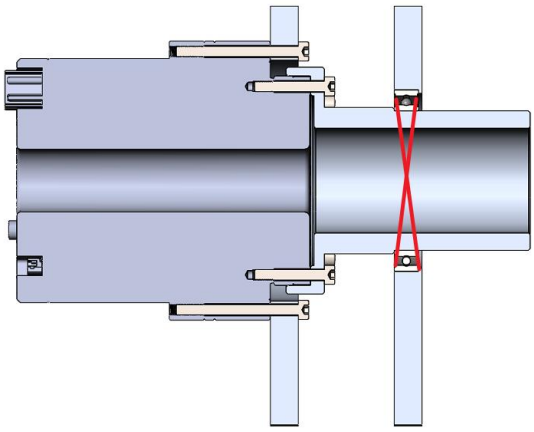

Figure 19-9 No External Bearings Required for eRob Module Installation
(6) The installation of the eRob module does not require the addition of external bearings. As shown in Figure 19-9, the eRob module is equipped with integrated cross-roller bearings that can withstand both radial and axial loads. The load-bearing capacity of the eRob module should be checked according to Chapter 18. Adding external bearing support can overconstrain the installation, resulting in abnormal noise, vibration, ratcheting, or buckling of the eRob module.